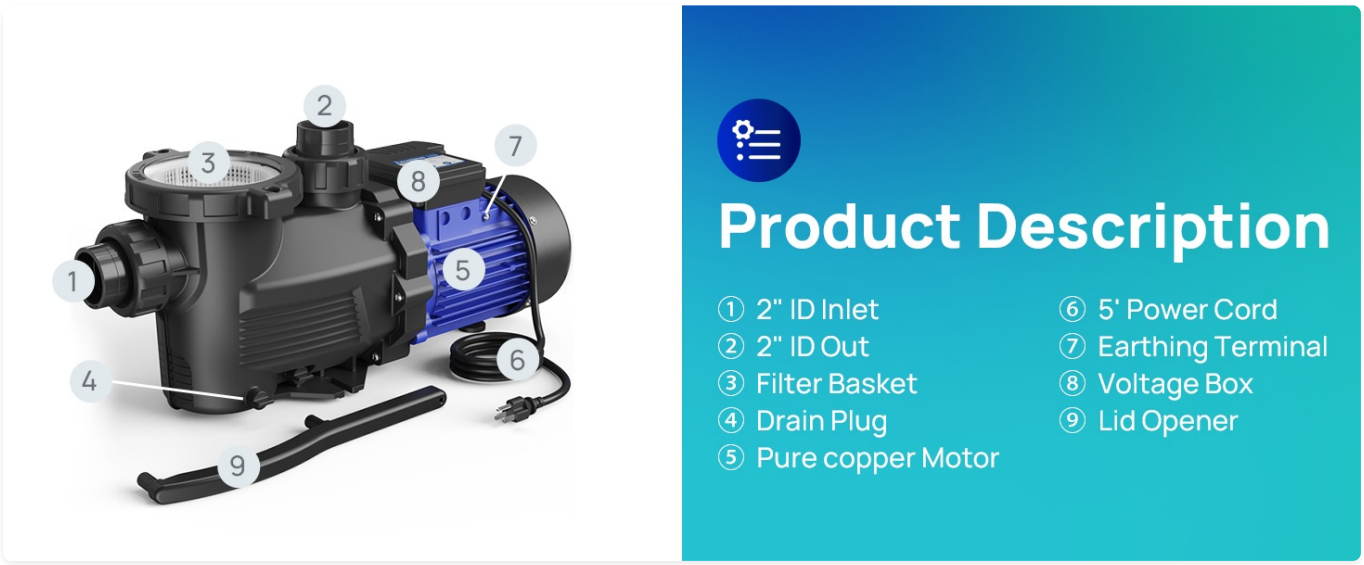

Figure 3: Labeled Components of the Pool Pump
Proper installation is crucial for the pump's performance and safety. Refer to Figure 3 for component identification.
2. Open the filter basket lid (Component 3 in Figure 3).
The detachable filter basket (Component 3 in Figure 3) should be checked and cleaned regularly, especially if you notice reduced water flow.
2. Use the lid opener (Component 9 in Figure 3) to unscrew and remove the filter basket lid.
2. Drain all water from the pump by removing the drain plug (Component 4 in Figure 3).